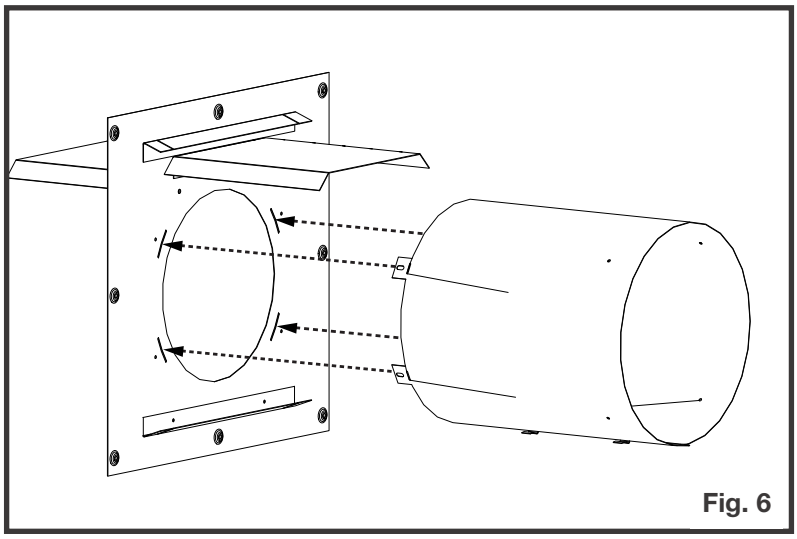

Fig. 6
6. Insérez les languettes des douilles d'évent dans les douilles d'espaceur de feuillard, pliez les languettes de douille d'évacuation et fixez-la à l'entretoise de foyer avec 4 attaches fournies **(Fig. 6)**.